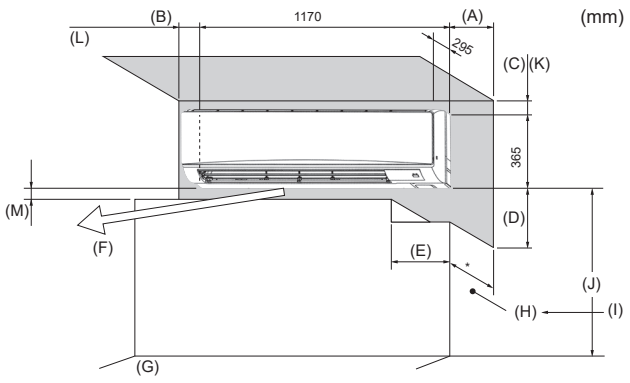

Abb. 2-1
2.1. Außenabmessungen (Innenanlage) (Abb. 2-1)